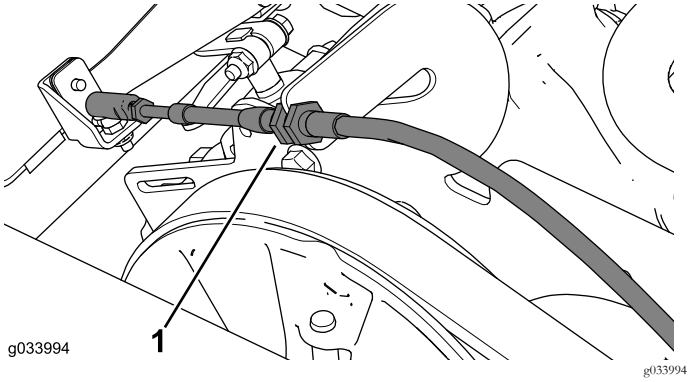

Figura 10
4. Scollegate il cavo del cambio dalla relativa staffa e rimuovetelo dalla staffa del cavo del cambio (Figura 10).